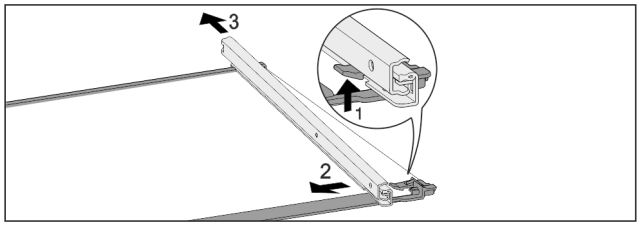

Fig. 165 Glasplatte mit Schienen
▶ Vorderen Rasthaken nach oben drücken. *Fig. 165 (1)*
▶ Auszugsschiene zur Seite *Fig. 165 (2)* und nach hinten *Fig. 165 (3)* wegschieben.